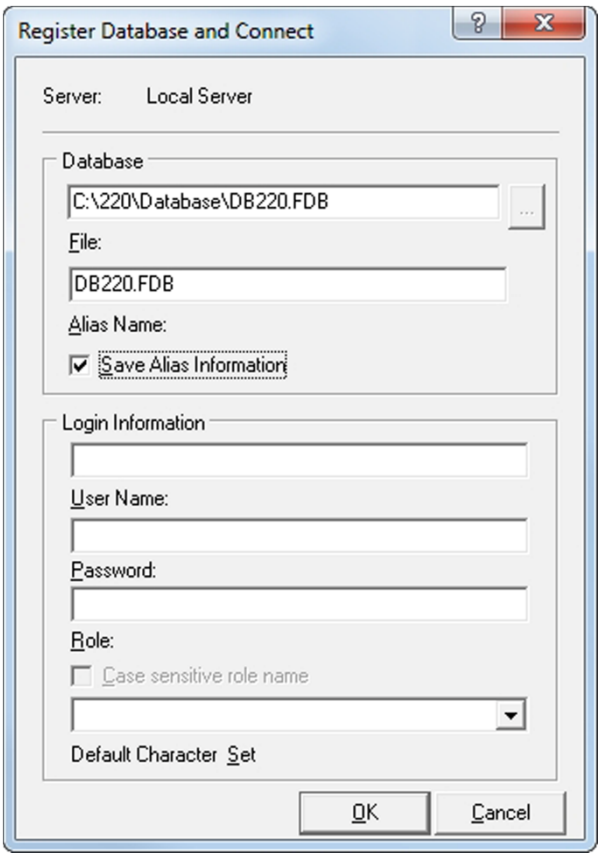

Figure 34 – Register Database and Connect Dialog
2. In the Register Database and Connect dialog, In the **Database** textbox, enter the full file path to your Database (see Figure 34).